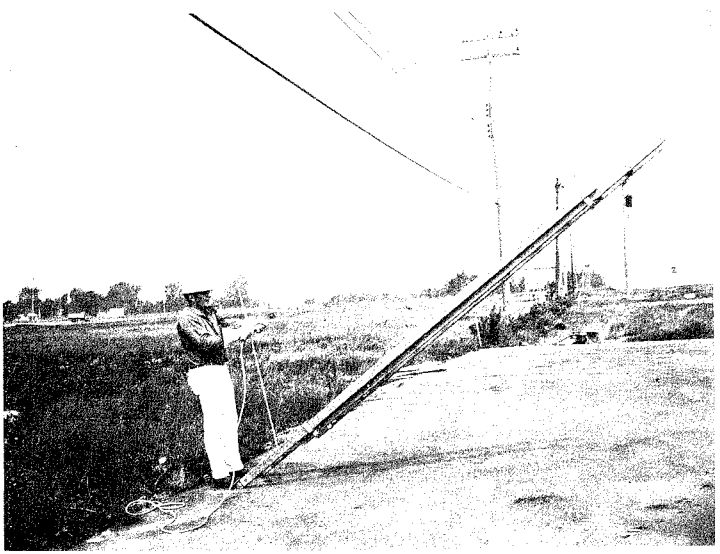

Fig. 23 — Ladder Partially Raised
7.07 Pull the handline hand over hand. As the top end of the ladder is raised off the ground, keep feet in position to block any movement of the base of the ladder to the rear (Fig. 23).